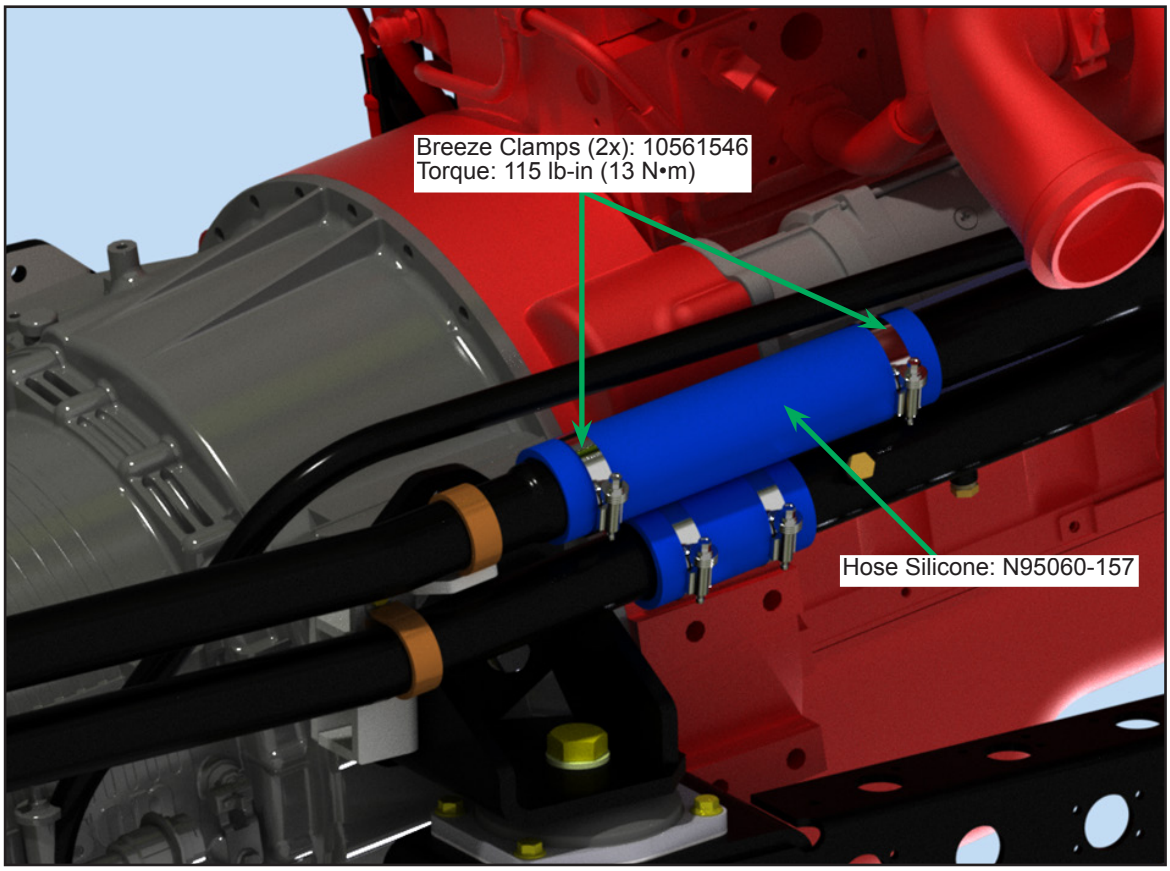

Figure 9 - Installation of Hose Silicone and Breeze Clamps
1.16. Install the breeze clamps (10561546) and hose (N95060-157). Tighten the clamps to specified torque (see Figure 9).